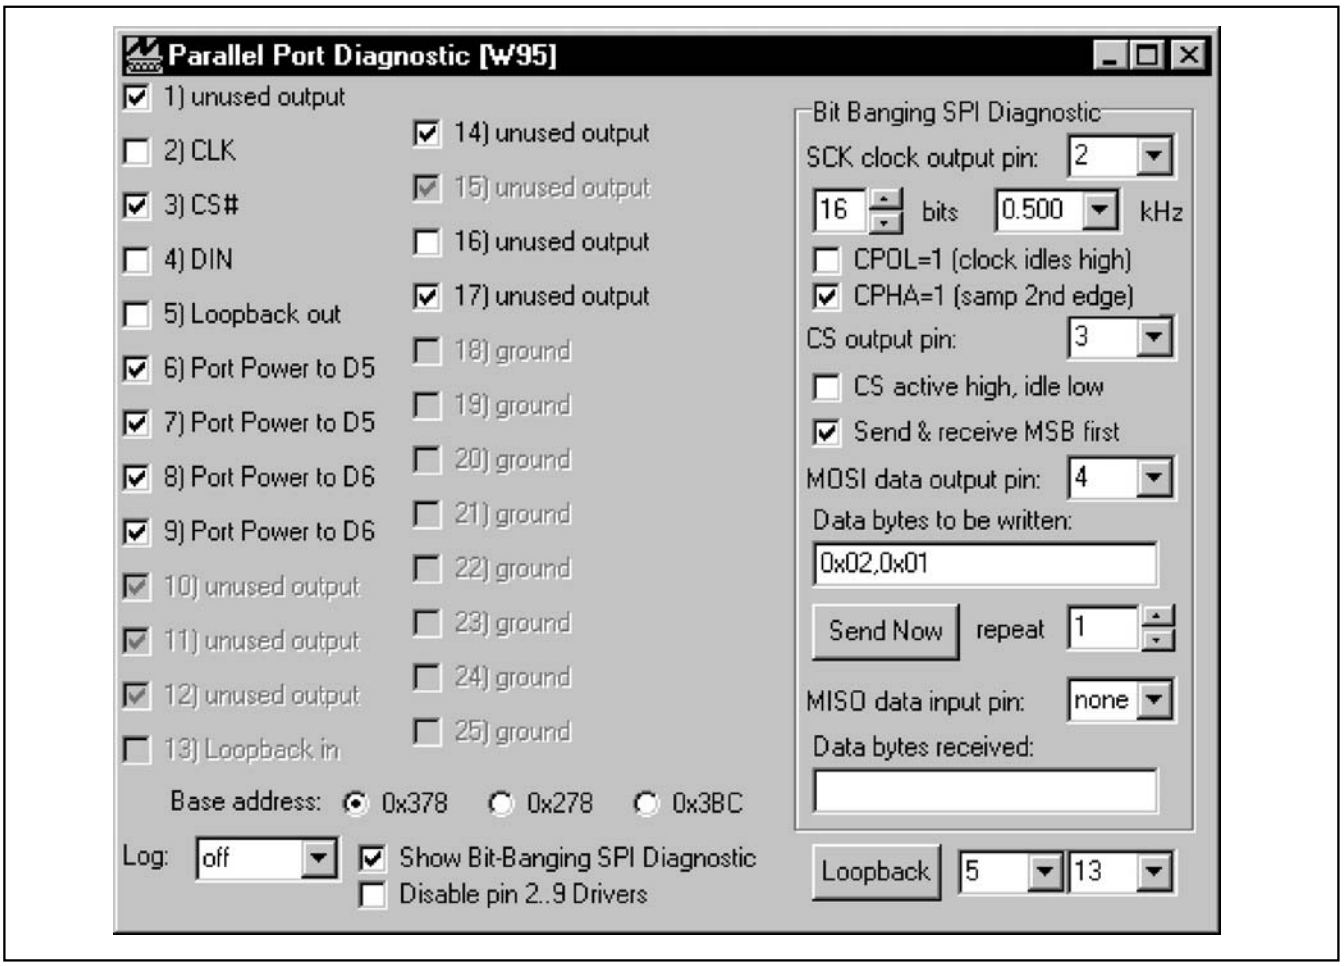

*Figure 2. SPI Utility Showing the Settings to Communicate with the MAX6951 EV Kit*
There are two methods for communicating with the MAX6951 (Figure 2): through the Main Panel display or through the general-purpose **SPI utility**. The utility configures the SPI parameters such as clock polarity (CPOL), clock phase (CPHA), and chip select (CS) polarity. The fields where pin numbers are required apply to the pins of the parallel port connector. When using the SPI utility, the Main Panel display no longer keeps track of changes sent to hardware. The SPI utility is preconfigured for the proper setting of CPOL, CPHA, and CS.